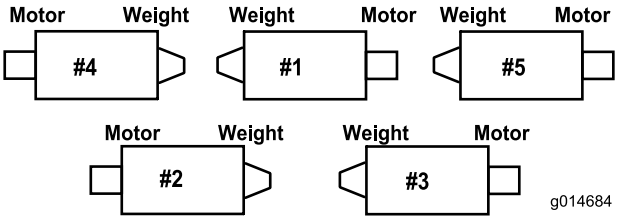
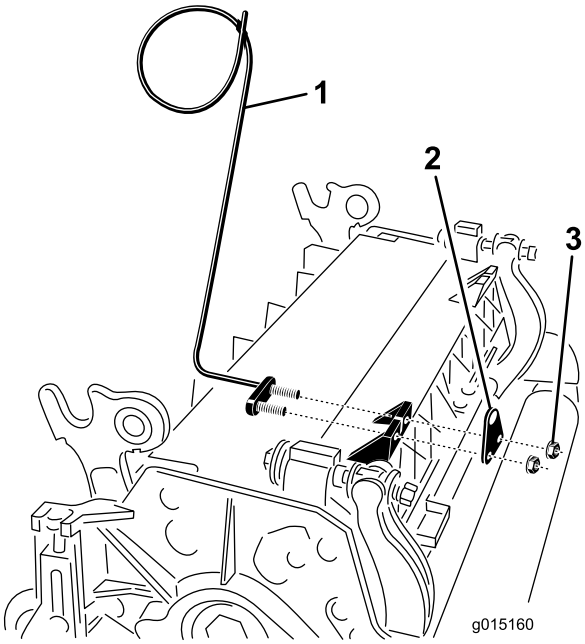
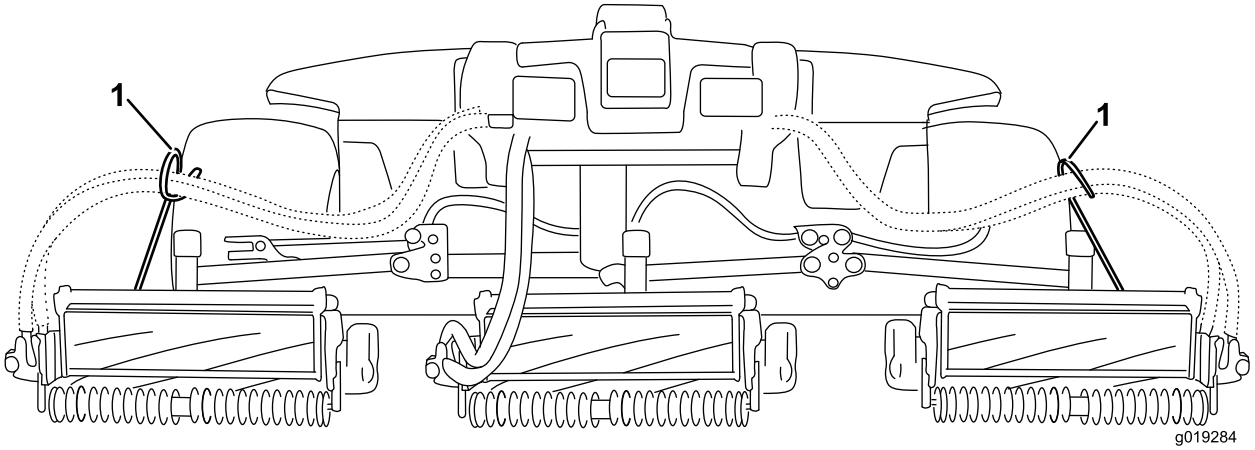

**Figura 6**
**Figura 7**
**Figura 8**
**Importante: En las unidades de corte Nº 4 (delantera izquierda) y Nº 5 (delantera derecha) (Figura 6), utilice las tuercas de montaje del soporte de la varilla para instalar las guías de las mangueras en la parte delantera de las pestañas de la unidad de corte (Figura 7). Las guías de las mangueras deben estar inclinadas hacia la unidad de corte central (Figura 7 y Figura 8).**